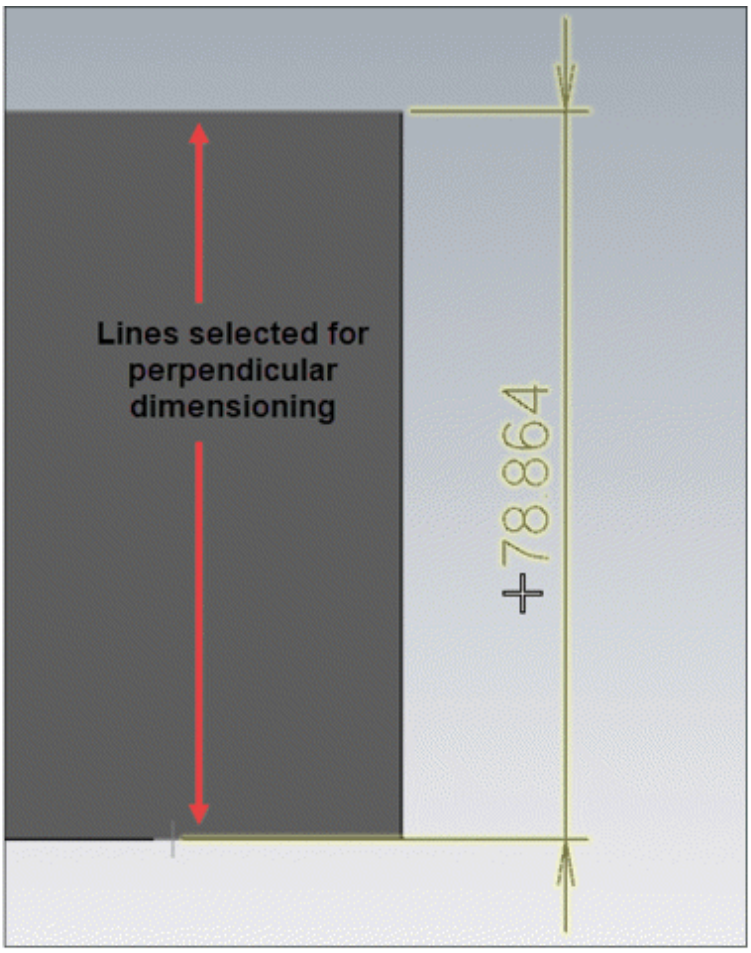

Figure-14. Perpendicular dimension attached to cursor
- Select the first line and then second line/point parallel to first line. The dimension will get attached to cursor; refer to Figure-14.